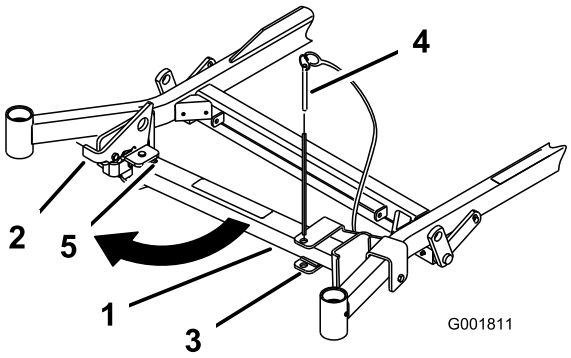
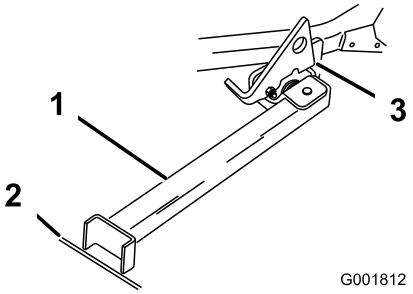

**Figur 34**
**Figur 35**
2. Monter brakettpinnen (Figur 34).
3. Hev spaken. Sving stativets fot ut og skyv stativet mot maskinen, inn i bunnen av slissen (Figur 34 og Figur 35).
6. Plasser stativets fot på bakken og hvil spaken på dreietappen (Figur 35).
**Merk:** For best resultat, plasser stativets fot på skjøter i fortauet eller ned i gressmatten (Figur 35).
8. Kjør opp på stativet. Stopp når spaken faller ned over tappen i LÅST stilling (Figur 35). Når maskinen er på stativet, sett på parkeringsbremsen og slå av motoren.
7. Plasser stativet i HVILE-stilling igjen (Figur 34).